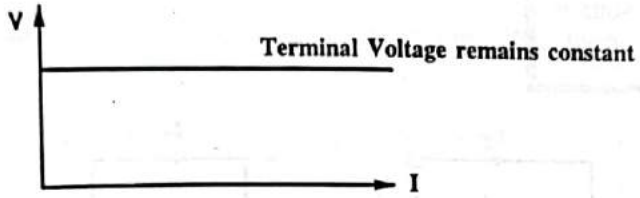

**FIG. 1.70 : V-I CHARACTERISTIC OF AN IDEAL VOLTAGE SOURCE**
- V-I charateristics for an ideal voltage source is shown in Fig. 1.70.